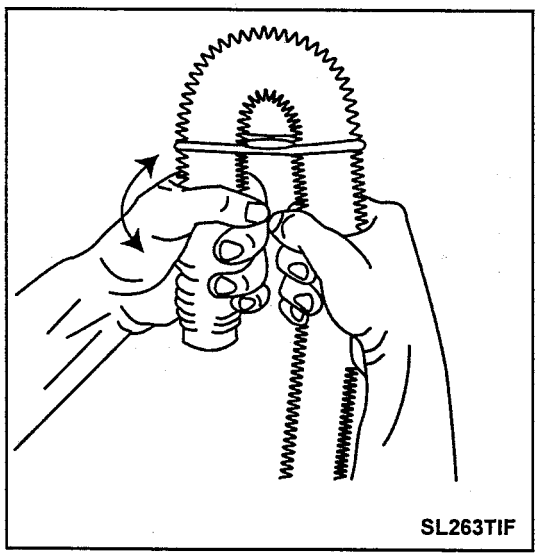

Figure 1-6
8. Install gooseneck end of drain hose into drain standpipe. Be sure the connection is not airtight between the drain hose and the standpipe. Standpipe must be at least 36" high. If the hose is twisted after it has been placed into the standpipe, adjust the end of the hose to remove the twist. To remove the twist, turn the short end of the hose while holding the base of the hose stationary ***(Figure 1-6).***